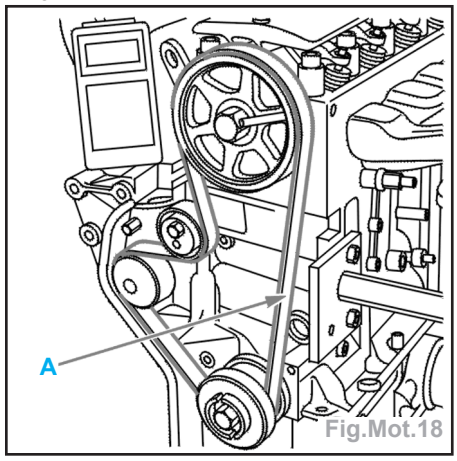

Fig.Mot.18
- Mettre en place la courroie de distribution neuve, brin (A) bien tendu, dans l'ordre suivant (Fig.Mot.18) :